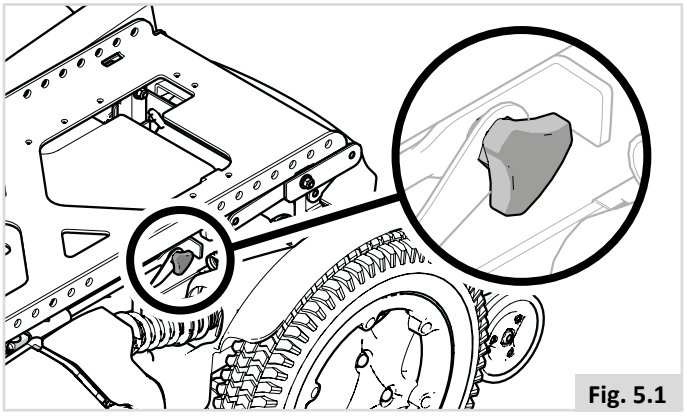

Fig. 5.1
- Vérifiez que les boulons de l'interface d'assise sont bien serrés (Fig. 5.1).